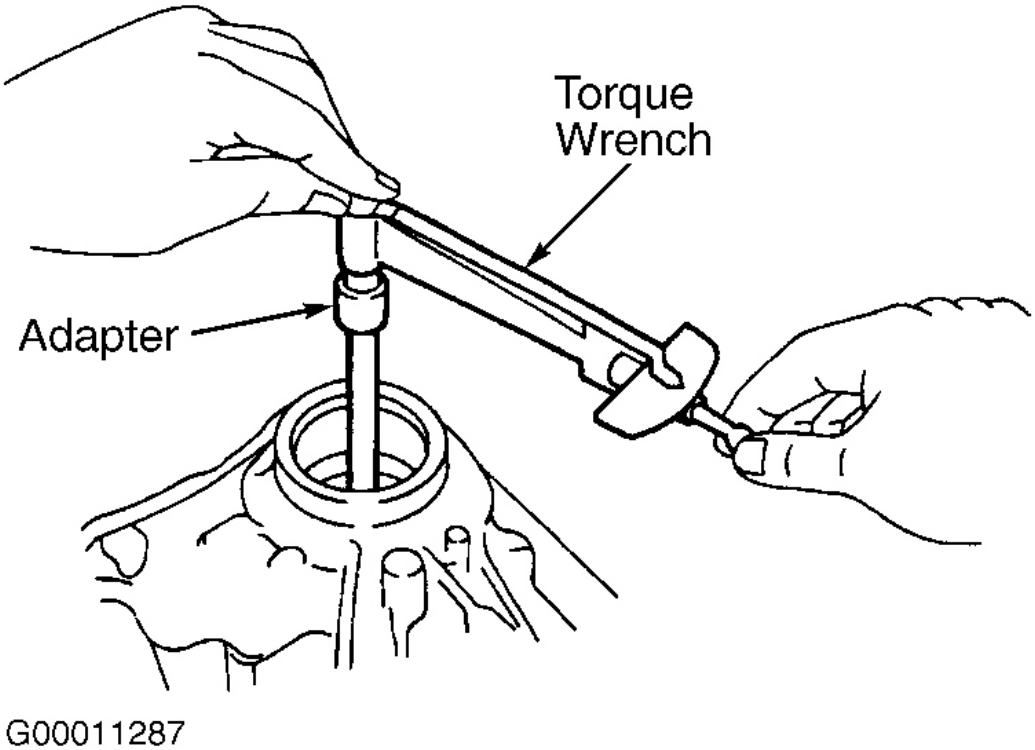

Fig. 61: Measuring Side Bearing Preload
7. Using appropriate adapter and ratchet, rotate differential assembly in both directions to seat bearings. Using an INCH-lb. torque wrench, measure differential side bearing preload. See **Fig. 61**. Preload should be 9.0-14.0 INCH lbs. (1.0-1.6 N.m) for NEW bearings and 4.4-7.1 INCH lbs. (.5-.8 N.m) for used bearings.
37. Inspect input shaft end play. Using a dial indicator, measure input shaft end play. See **Fig. 15**. End play should be .011-.049" (.27-1.24 mm). Recheck differential side bearing preload. Using appropriate adapter and INCH-lb. torque wrench, measure differential preload. See **Fig. 61**. Preload should be 9.0-14.0 INCH lbs. (1.0-1.6 N.m) for NEW bearings and 4.4-7.1 INCH lbs. (.5-.8 N.m) for used bearings.